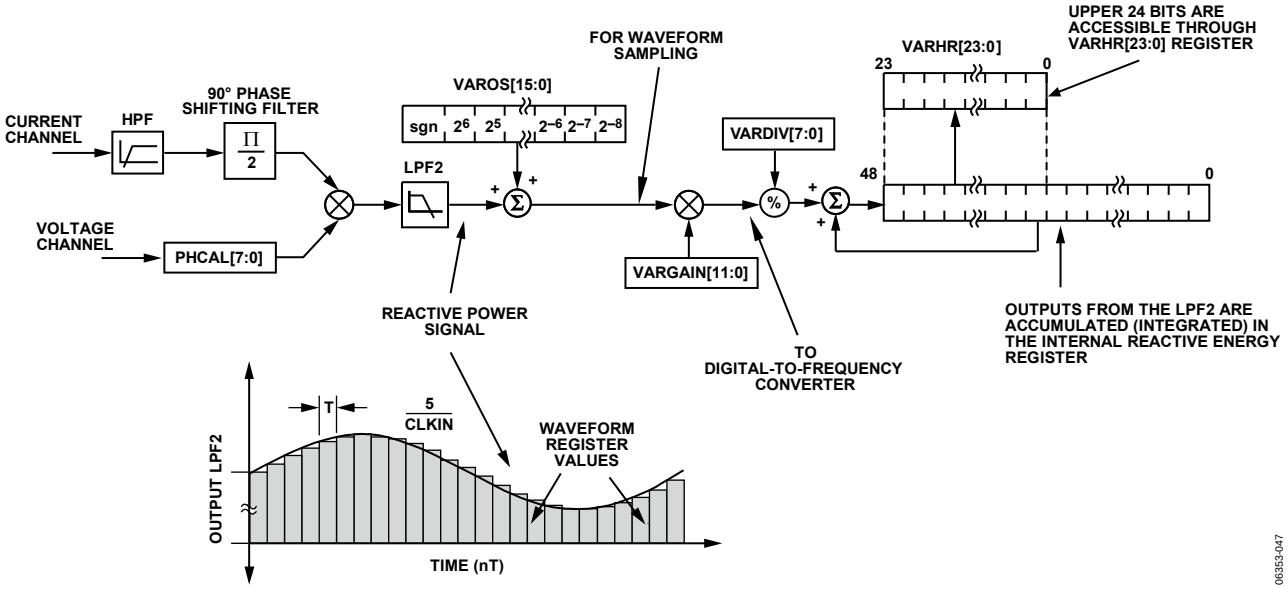

Figure 72. Reactive Energy Calculation
The instantaneous reactive power signal q(t) is generated by multiplying the voltage and current channels. In this case, the phase of the current channel is shifted by 90°. The dc component of the instantaneous reactive power signal is then extracted by a low-pass filter to obtain the reactive power information (see Figure 72).
Figure 72 shows the signal processing chain for the ADE7169/ADE7569 reactive power calculation. As explained in the Reactive Power Calculation (ADE7169/ADE7569) section, the reactive power is calculated by applying a low-pass filter to the instantaneous reactive power signal. Note that, when reading the waveform samples from the output of LPF2, the gain of the reactive energy can be adjusted by using the multiplier and by writing a twos complement, 12-bit word to the var gain register (VARGAIN[11:0], Address 0x1E). Equation 25 shows how the gain adjustment is related to the contents of the var gain register.
The ADE7169/ADE7569 also incorporate a reactive power offset register (VAROS[15:0], Address 0x21). This signed, twos complement, 16-bit register can be used to remove offsets in the reactive power calculation (see Figure 72). An offset can exist in the reactive power calculation due to crosstalk between channels on the PCB or in the IC itself. The offset calibration allows the contents of the reactive power register to be maintained at 0 when no power is being consumed.
The discrete time sample period (T) for the accumulation register in the ADE7169/ADE7569 is 1.22 µs (5/MCLK). As well as calculating the energy, this integration removes any sinusoidal components that may be in the active power signal. Figure 72 shows this discrete time integration or accumulation. The reactive power signal in the waveform register is continuously added to the internal reactive energy register.
As shown in Figure 72, the reactive power signal is accumulated in an internal 49-bit, signed register. The reactive power signal can be read from the waveform register by setting the WAVMODE register (Address 0x0D) and setting the WFSM bit (Bit 5) in the Interrupt Enable 3 SFR (MIRQENH, Address 0xDB). Like the current and voltage channel waveform sampling modes, the waveform data is available at sample rates of 25.6 kSPS, 12.8 kSPS, 6.4 kSPS, and 3.2 kSPS.